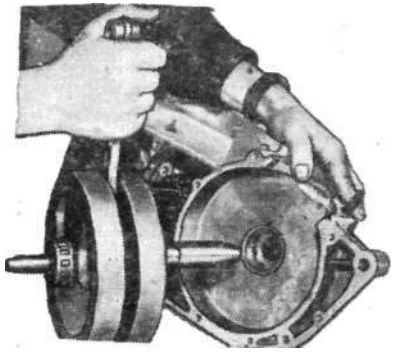

Рис. 113. Установка коленчатого вала в левую половину картера.
4. На левую полуось коленчатого вала надеть наконечник и установить коленчатый вал в левую половину картера (рис. 113), затем наконечник снять.